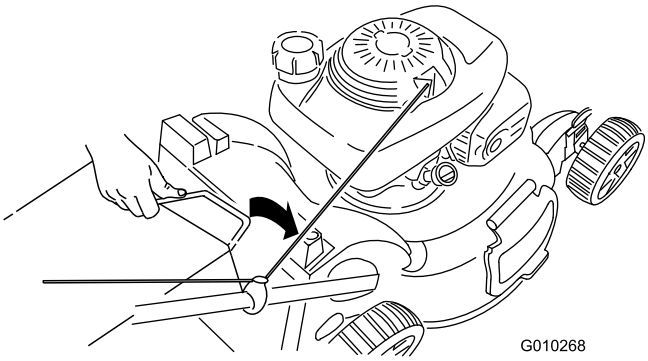

Figur 27
3. Sæt græsposehåndtaget ind i rillerne øverst på maskinen (Figur 27).